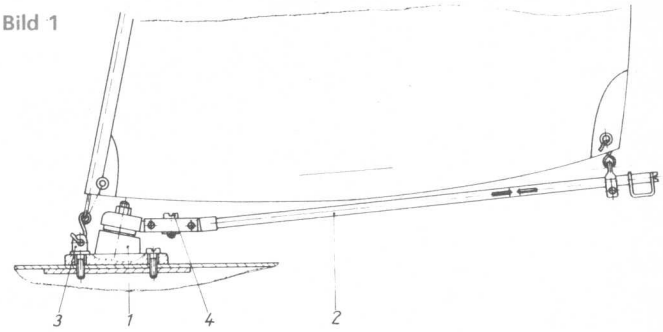

Bild 2
Bild 2 zeigt ein weiteres Drehgestell (1) für den Fockbaum (2), bei dessen Aufbau Kugellager verwendet wurden. Um den Aufbau möglichst einfach zu halten, verzichtet man bewußt auf eine Winkelverstellung der Drehachse. Deshalb ist vor dem Bohren des Grundkörpers der Winkel genau zu ermitteln. Mit der Ringöse (3) sowie einer Zylinderschraube wird dieser auf dem Deck aufgeschraubt, und mit der Stellschraube (4) wird die Spannung des Achterlieks eingestellt.